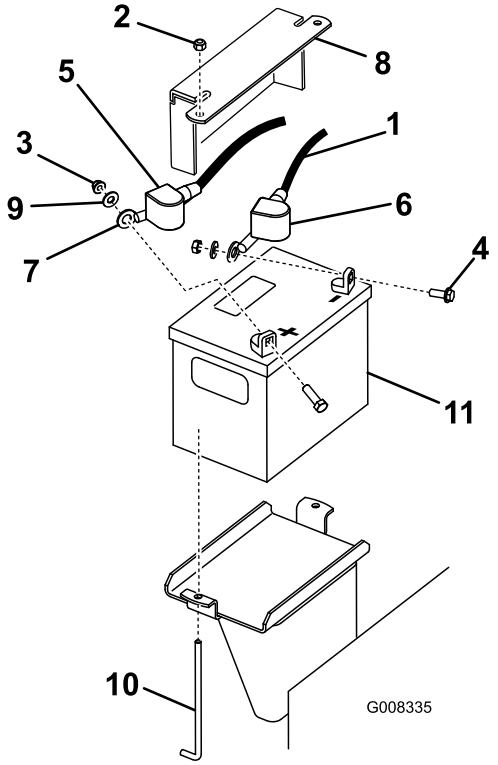

**Rysunek 42**
3. Unieś czarną gumową osłonę z ujemnego przewodu. Odłącz ujemny przewód akumulatora od ujemnego (-) zacisku akumulatora (Rysunek 42).
4. Wysuń czerwoną nakładkę zaciskową z dodatniego (czerwonego) zacisku akumulatora. Następnie odłącz dodatni (czerwony) przewód akumulatora (Rysunek 42).
5. Usuń płytę podtrzymującą, śruby fajkowe oraz przeciwnakrętki zabezpieczające akumulator (Rysunek 42) i wyjmij akumulator.
1. Zamontuj akumulator w maszynie (Rysunek 42).
3. W pierwszej kolejności podłącz dodatni (czerwony) przewód do dodatniego (+) zacisku akumulatora za pomocą nakrętki, podkładki i śruby (Rysunek 42). Nałóż gumową osłonę na biegun.
4. Następnie podłącz ujemny przewód i przewód uziemiający do ujemnego (-) zacisku akumulatora za pomocą nakrętki, podkładki i śruby (Rysunek 42). Nałóż gumową osłonę na biegun.